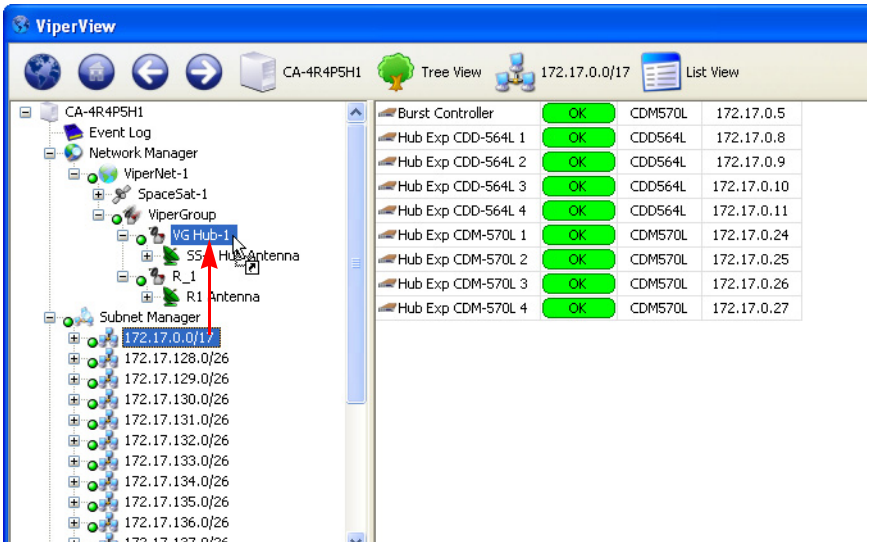

Figure 3-51 Drag Subnet onto Site
3. Select the site subnet from the Subnet Manager list, click-hold and drag-and-drop it onto the appropriate site (figure 3-51).